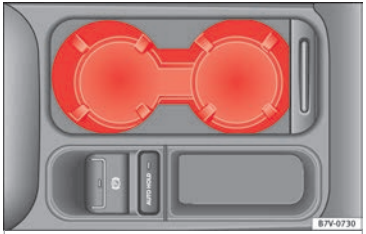

Bild 189 Mittkonsolen fram: mugghållare
- För att *öppna* skjuter du luckan bakåt **››› bild 189**.